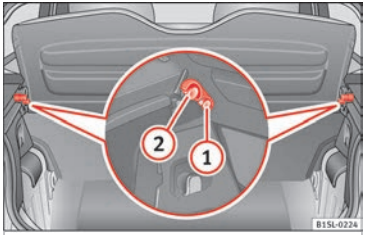

Fig. 70 In the luggage compartment: removing and installing the rear shelf
Lift up the rear shelf and secure it into the side locks **›› Fig. 70** (1). Check that it is properly engaged. To lower the rear shelf, press it until it is released from the locks.